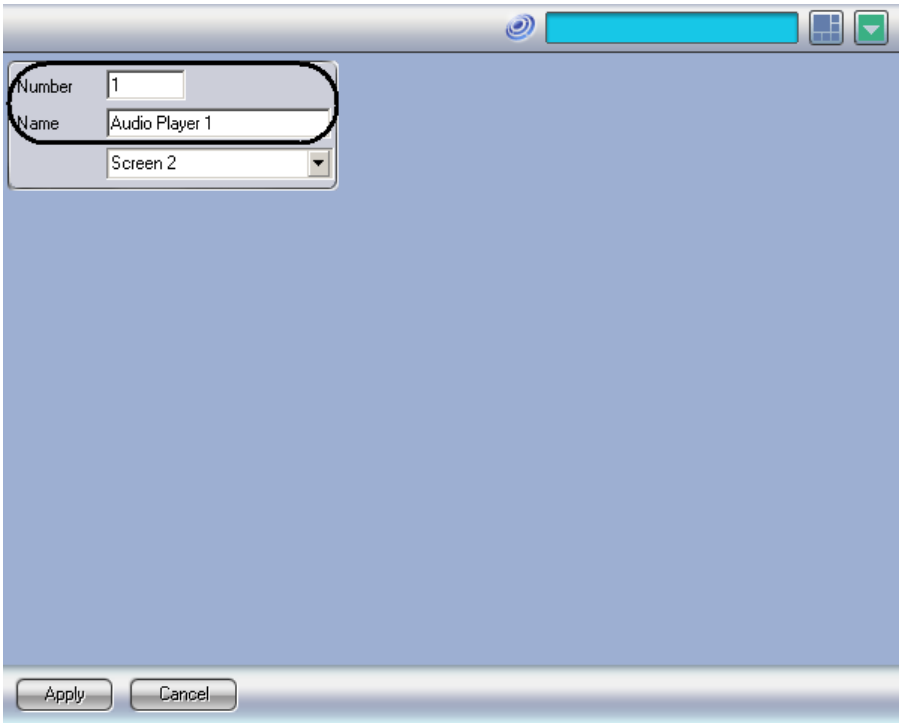

Figure 8.8-19. Setting up the number and name of the Audio player object
3. In the window, that will open, set the name and number of the object Audio player and then click Apply button (Figure 8.8-19).